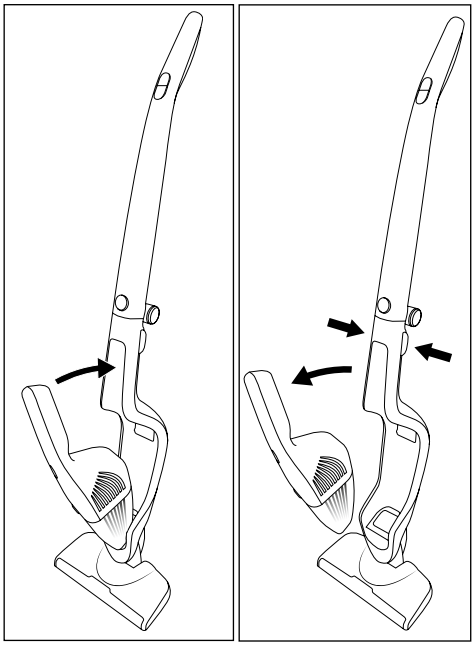

Abb. 1 Abb. 2
- Um das Handteil ❹ mit dem Stiel zu verbinden, schieben Sie die Spitze des Handteils ❹ in die Aussparung der Handteilmulde ⑭.
- Drücken Sie dann den Griff ❶ des Handteils ❹ in den Stiel, so dass das Handteil ❹ einrastet und fest sitzt (Abb.1).
- Um das Handteil ❹ vom Stiel zu lösen, drücken Sie die Entriegelungstasten ⏏ ⑬.